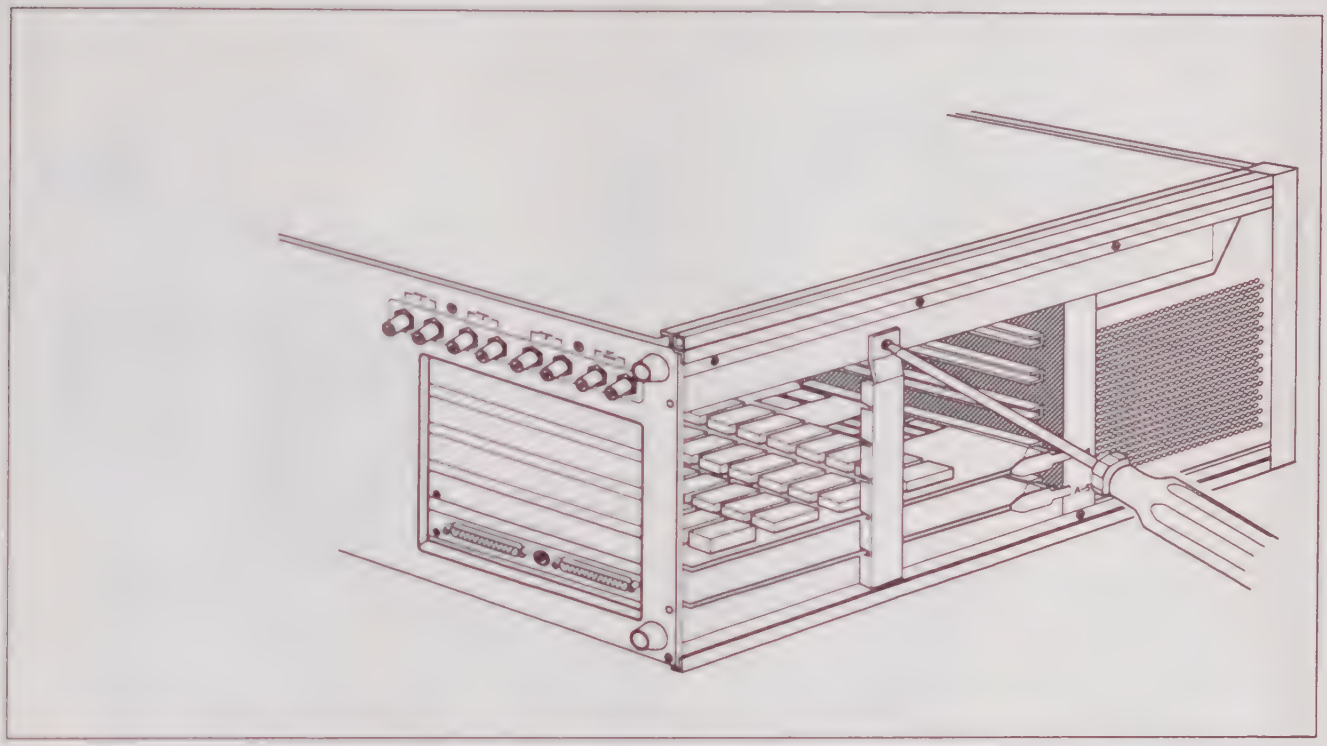

**Figure 3-3. Removing the cardcage center support.**
2. Remove the retaining screw from the cardcage center support and remove the center support from the cardcage (see Figure 3-3).